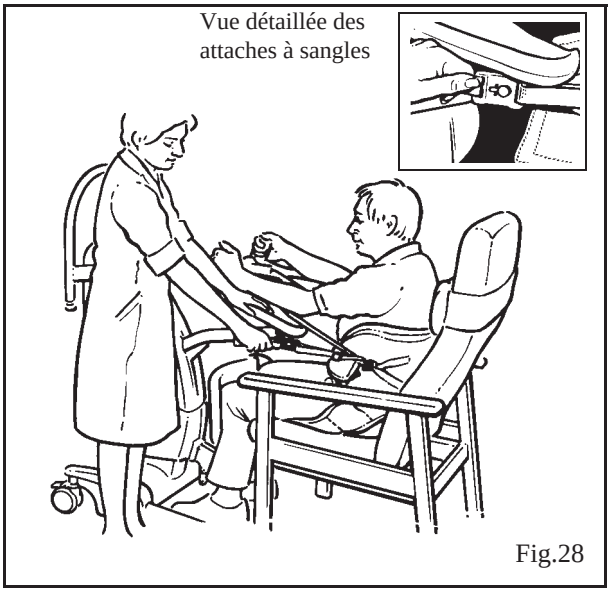

Fig.28
4. Desserrer suffisamment le réglage de chaque sangle de fixation du corps (si nécessaire) de manière à pouvoir attacher les clips de fixation aux ergots situés sur les côtés extérieurs de l'Arc-Rest. (Voir Fig. 28)